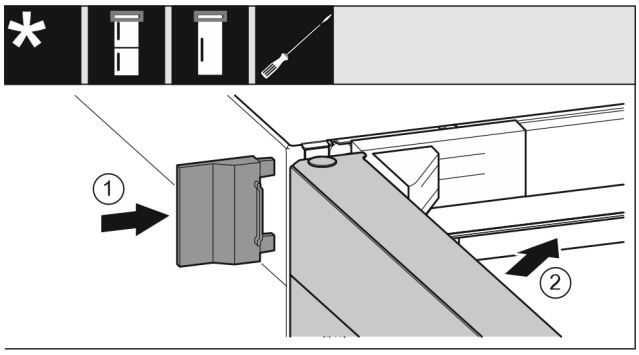

Fig. 29
▶ Montați capacul exterior *Fig. 29 (1)*.
▶ Închideți ușa superioară *Fig. 29 (2)*.